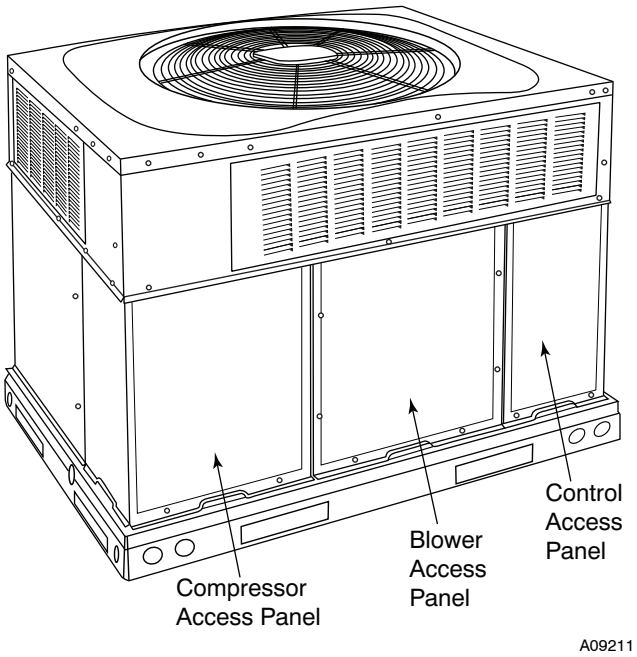

Fig. 24 - Unit Access Panels
a. Remove blower access panel (see Fig. 24).
g. Reinstall blower access panel (see Fig. 24).
1. Remove control access panel (See Fig. 24).
Remove blower access panel (see Fig. 24). Limit switch(es) are located on the fan partition.
3. Remove control access panel (See Fig. 24).
Remove access panels (see Fig. 24) to locate all the electrical controls and wiring. Check all electrical connections for tightness. Tighten all screw connections. If any smoky or burned connections are noticed, disassemble the connection, clean all the parts, re-strip the wire end and reassemble the connection properly and securely.